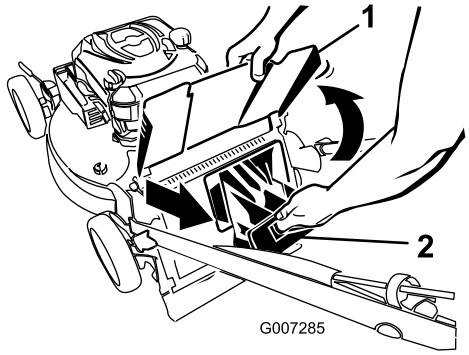

Figura 20
2. Sollevate il deflettore di scarico e tenetelo sollevato (Figura 20).
3. Togliete il coperchio di scarico posteriore (Figura 20).
1. Sollevate il deflettore di scarico e tenetelo sollevato (Figura 20).
2. Togliete il coperchio di scarico posteriore (Figura 20).